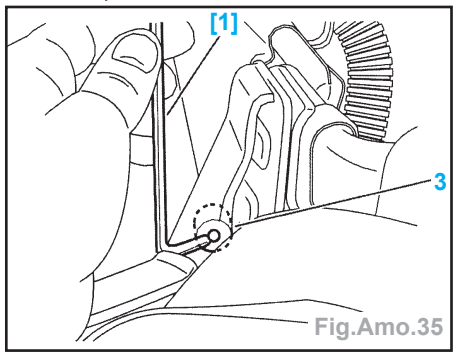

Fig.Amo.35
- A l'aide de la clé 6 pans [1], l'engager dans le guide (3) de l'articulation D (Fig. Amo.35).